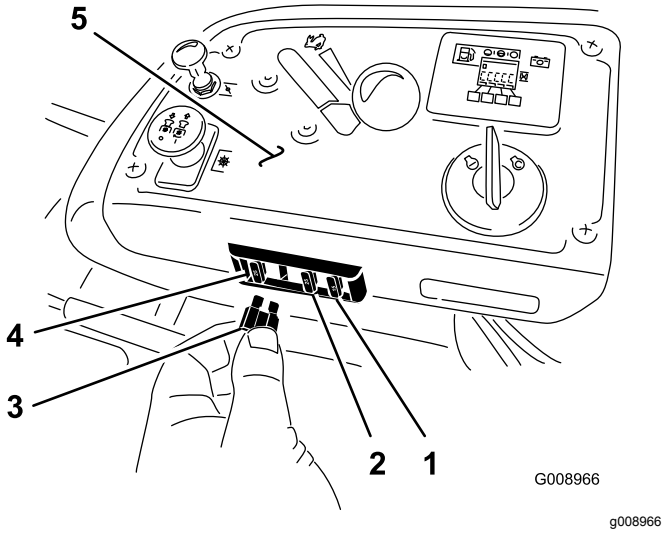

Figur 58
1. Säkringarna sitter på konsolen till höger om sätet (Figur 58).
3. Sätt i en ny säkring (Figur 58).